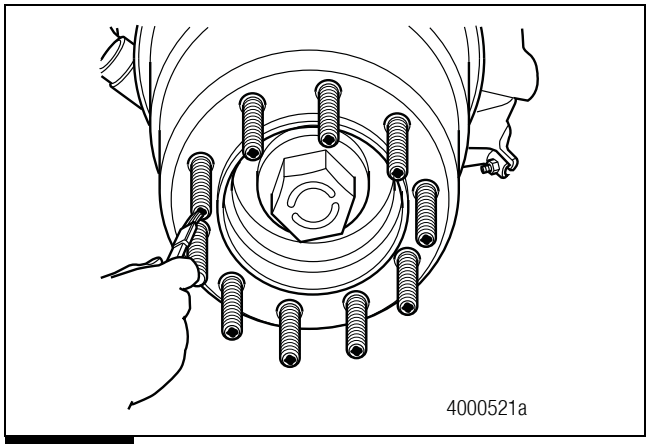

Figure 6.48
3. Mark the wheel and hub relationship. Remove the wheel and tire assembly. Use a paint stick to mark the wheel studs you are removing. Figure 6.48. Do not reuse the studs.